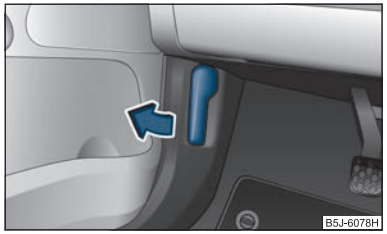

Fig. 138 Palanca de desbloqueo para el capó
– Tirar de la palanca de desbloqueo al lado izquierdo de bajos del tablero de instrumentos ⇒ fig. 138.
– Desbloquee el capó del vano motor ⇒ fig. 138.